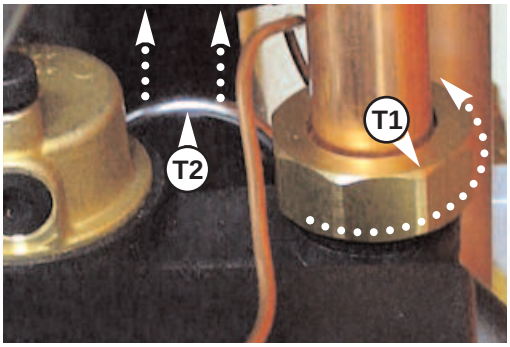

Fig. 18.68
5. Unscrew the pump nut "**T1**" and remove the clip "**T2**" on the pump volute *(see Fig. 18.67 & Fig 18.68);*